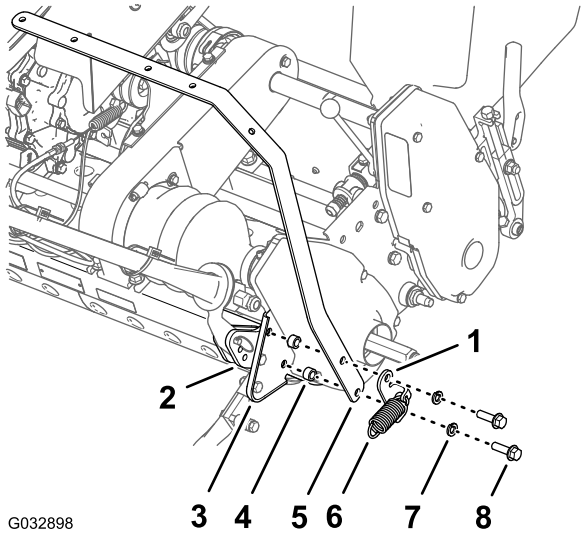

Figura 5
7. Monte o suporte da mola-âncora, a cinta da barra de luzes do lado direito, os dois espaçadores e a placa do lado direito na almofada exterior de amortecimento da estrutura traseira (Figura 5) com os 2 parafusos de cabeça flangeada (3/8" x 1-1/4") e as duas anilhas de bloqueio (3/8") que removeu no passo 6.